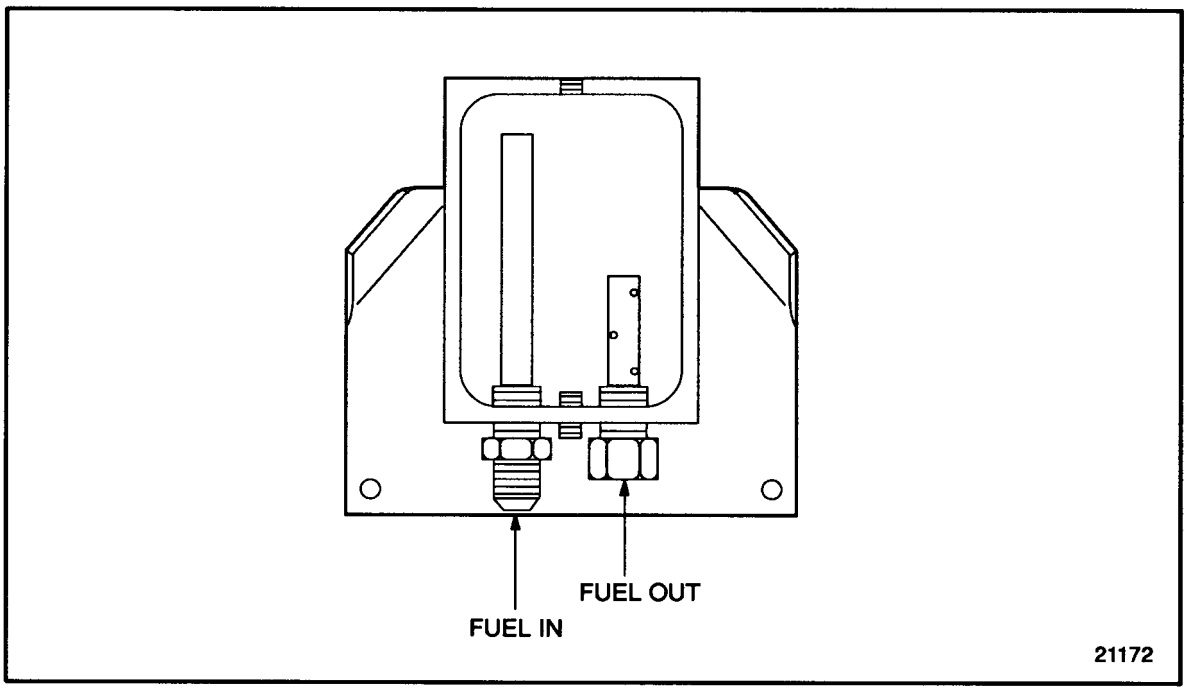

Figure 2-90 PRO-CHEK Valve Cutaway View
- ☐ The male fitting with the long, solid pipe is installed in the fuel in port. See Figure 2-90.
- ☐ The female fitting with the short, perforated pipe is installed in the fuel out port. See Figure 2-90.